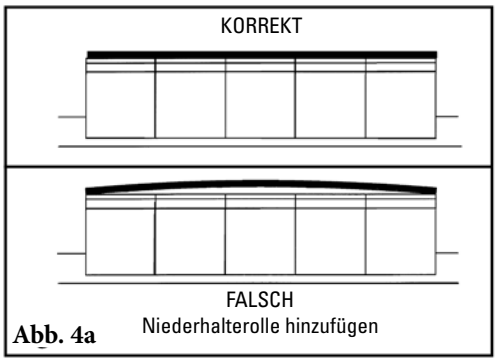

Abb. 4a
4. **Die Blattspannung einstellen.** Die oberen Kontermuttern der Einstellschrauben nach unten drehen, bis ein leichter Kontakt zwischen der Klinge und dem Band entlang der gesamten Länge des Abstreifers erreicht ist. Die oberen Kontermuttern der Einstellschrauben jeweils eine weitere Umdrehung festziehen und die unteren Kontermuttern der Einstellschrauben sichern. Alle Sicherungsschrauben der Klemmblöcke festziehen. **HINWEIS:** Bei Wölbung des Bandes die Abstreifblätter nicht so stark festziehen, dass es zu einer Berührung des Bandes kommt. Zum Flachhalten des Bandes ist eine Niederhalterolle vorzusehen (Abb. 4a und 4b). (Hierzu ist die stabilisierende Umlenkrolle oder das Stabilisatorrollen-Halterungsset auszuprobieren.)